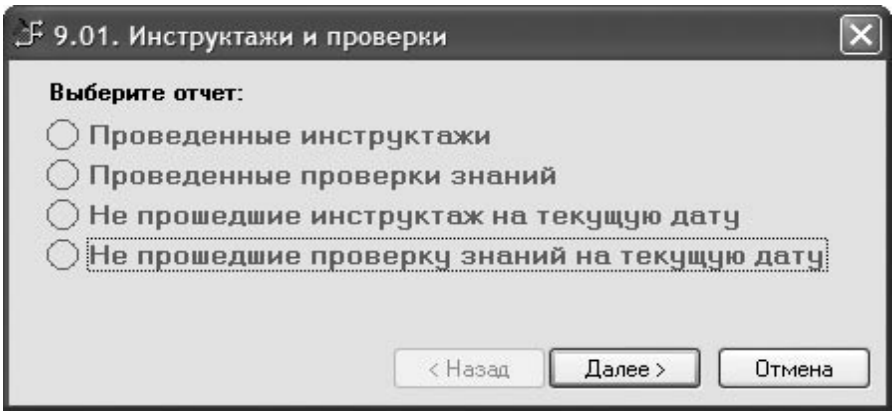

Рис. 2. Виды отчётов
2. Предоставление руководству, начальникам производственных подразделений и специалистам УПБ отчётов о выполнении графика проверок знаний и инструктажей (рис. 2, 3).